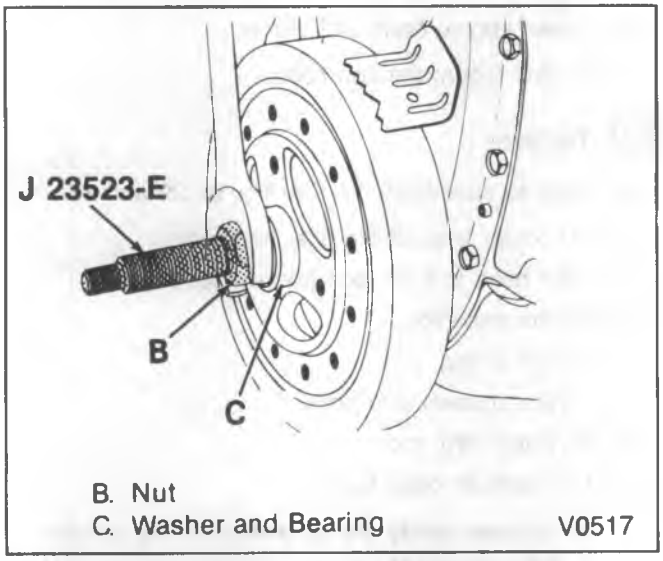

Figure 11—Installing the Torsional Damper
3. Stud (item A, figure 11) to the crankshaft. Thread the stud fully into the tapped hole in the crankshaft.
5. Bearing, washer and nut (figure 11).